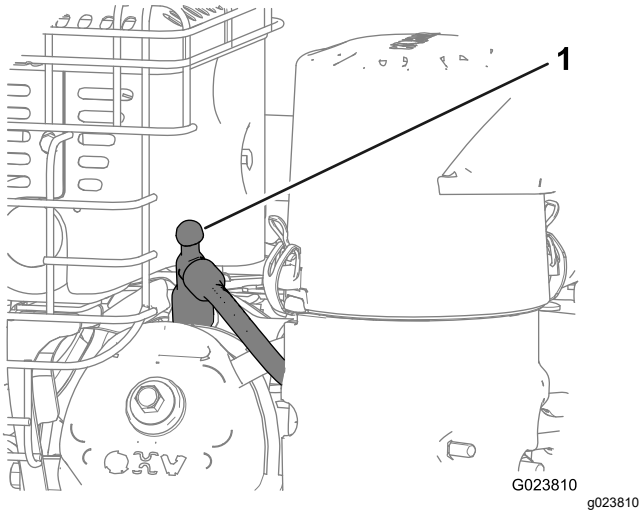

Figur 22
3. Frakobl tændrørskablet fra tændrøret, og hold det væk fra tændrøret for at forhindre utilsigtet motorstart (Figur 22).